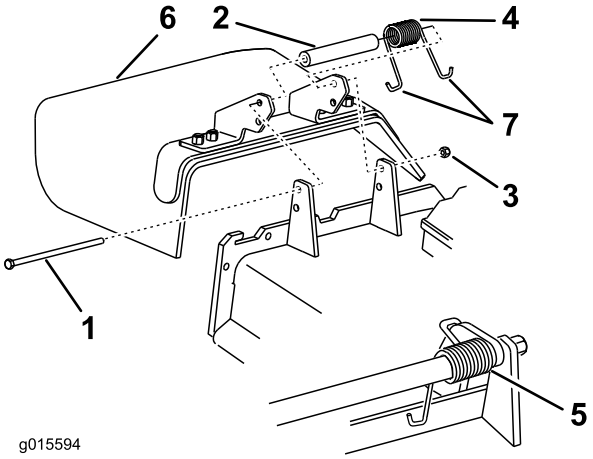

Figuur 89
1. Verwijder de borgmoer, bout, veer en afstandsstuk waarmee de grasgeleider vastzit op de draaibeugels (Figuur 89).
Opmerking: Zorg ervoor dat 1 **J**-vormige einde van de veer is gemonteerd achter de rand van het maaidek voordat u de bout plaatst zoals wordt aangegeven in Figuur 89.
6. Plaats 1 **J**-vormig haakeind van de veer om de grasgeleider (Figuur 89).